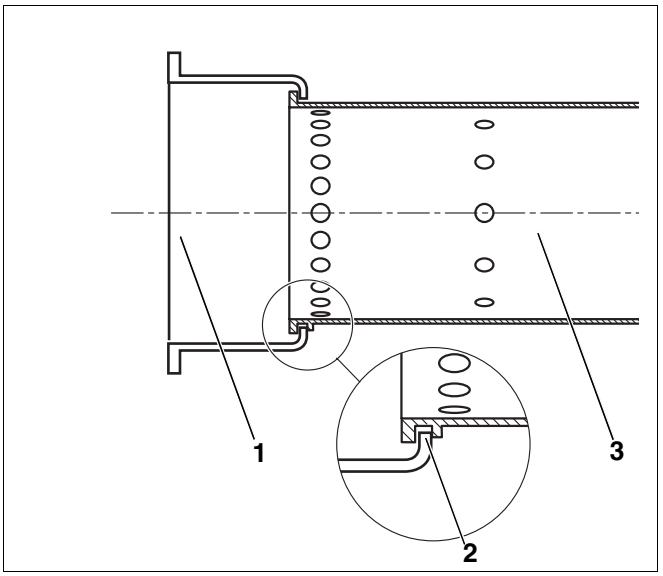

Bild 55 Brennerrohr einsetzen
- Neues Brennerrohr einsetzen. Die Nase (Bild 55, **Pos. 2**) am Brennerrohr (Bild 55, **Pos. 3**) muss sich unten am Stützrohr (Bild 55, **Pos. 1**) abstützen.